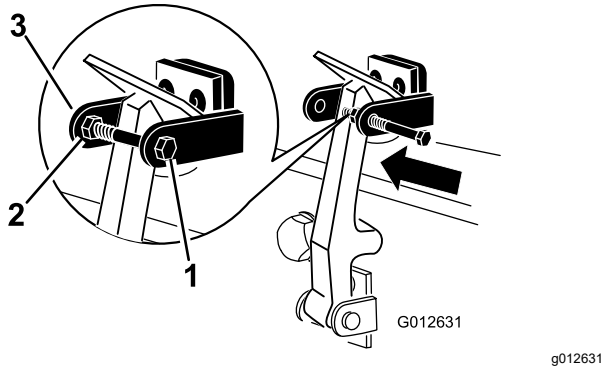

**Figuur 18**
7. Schroef de bout in de andere arm van de vergrendelbeugel om de sluiting te vergrendelen (Figuur 18).